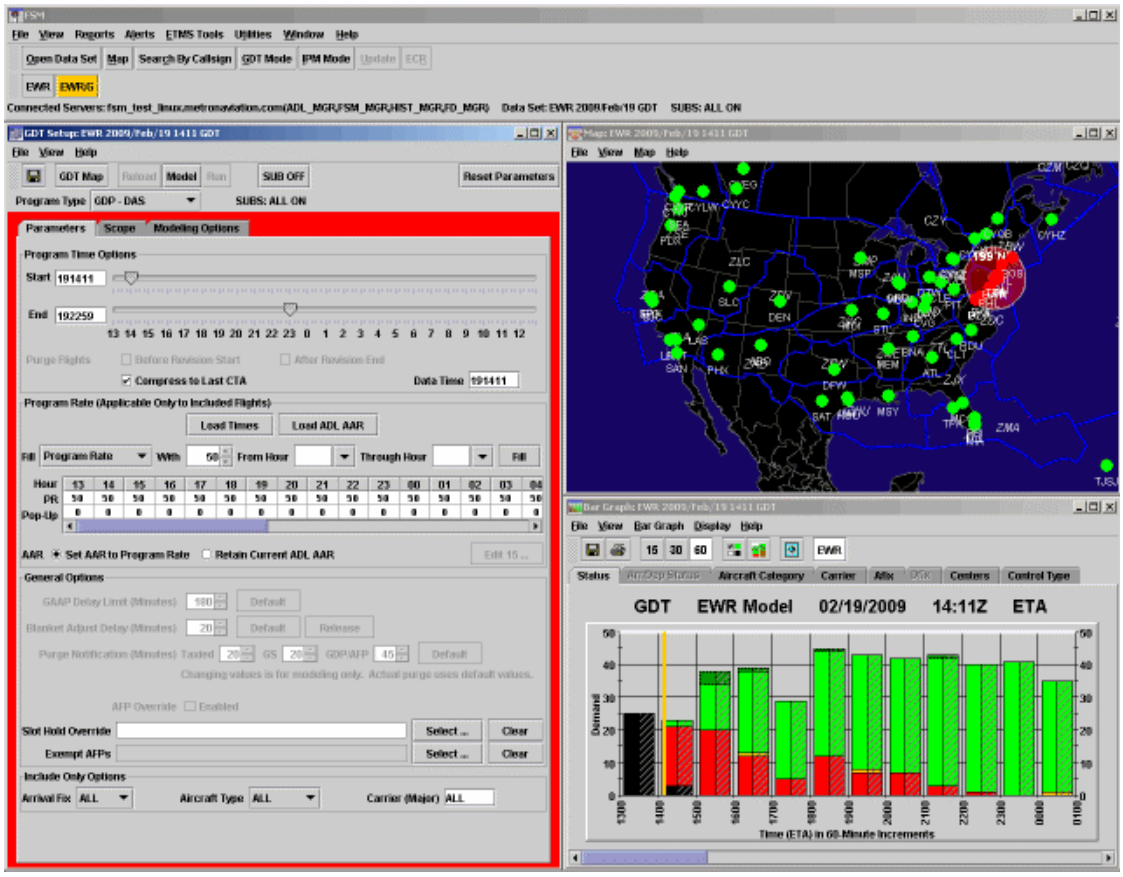

Figure 8 - 1 : Initial Default GDT Display
The GDT Setup Panel, GDT Bar Graph, and GDT Map are displayed, as shown in Figure 8 - 1.
6. On the Parameters tab of the GDT Setup panel (see Figure 8 - 2), complete the Program Time Options section. For this example, enter the following: